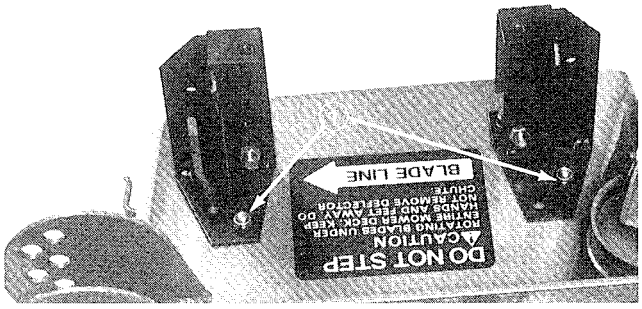

Figure 11
3. Using each bracket as a template, mark location of third mounting hole (left rear position) See Fig. 11.
4. Remove (2) knobs securing blower to mounting brackets. Remove blower.
5. Drill a 3/8" dia. hole for each bracket and secure with a 5/16 –18 x 3/4" lg. capscrew and locknut (Fig. 11).